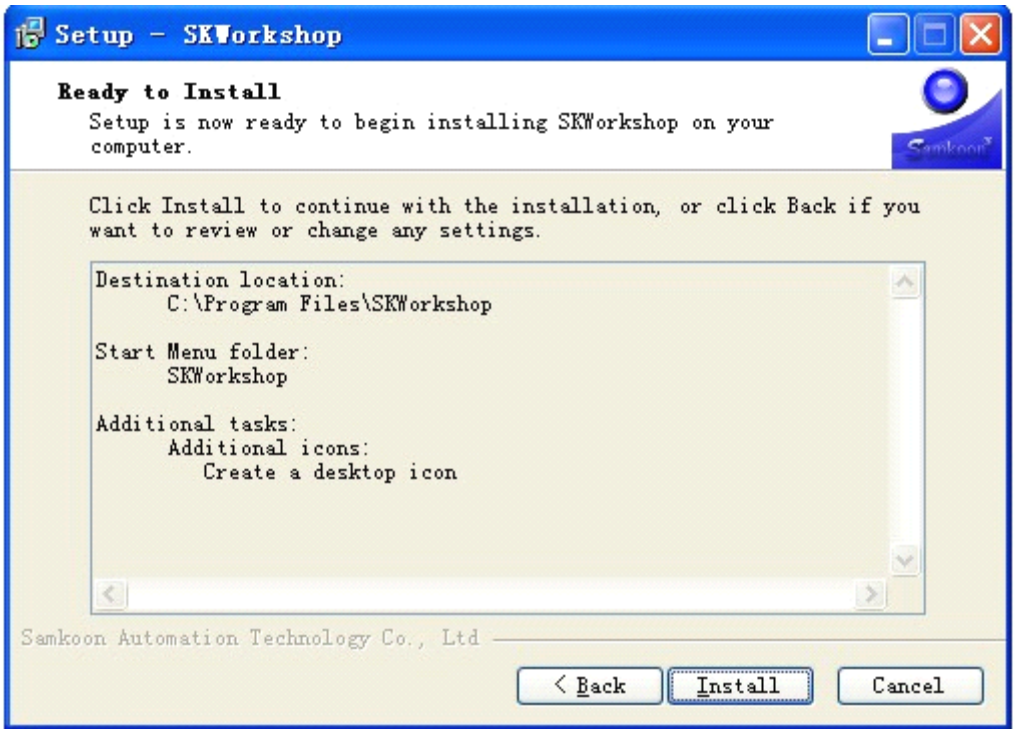

Рисунок 2-9: Окно подтверждения установки.
- Затем появится окно подтверждения, показывающее диск, каталог установки и создание ярлыка на рабочем столе. Нажмите «Next», как показано на рисунке Рисунок 2-9.